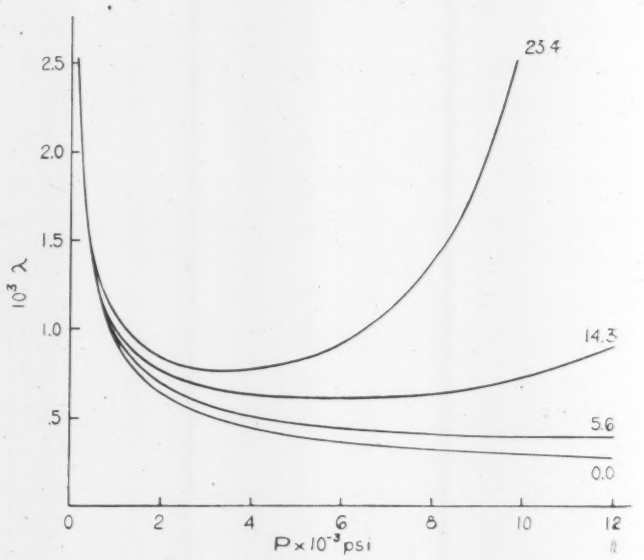

FIG. 1 CALCULATED FRICTION COEFFICIENT AND LOAD ON BEARING
Fig. 1 illustrates some of the conclusions from Needs' investigation (35). The upper curve, showing a pronounced minimum point on the coefficient-of-friction diagram, was calculated for a petroleum oil having a fairly high value, 23.4 per cent per 100 atm, for the pressure coefficient of viscosity. The "atmosphere," or kilogram per square centimeter, has been the pressure unit most commonly employed in high-pressure research. It is approximately equal to 14.2 psi. The curve marked 14.3 is for castor oil and the next lower for glycerin. These calculations show how the shape of the curve is influenced by the pressure coefficient, or fractional increase in viscosity per unit increase of pressure. Therefore, since the pressure coefficient has been found to be greater for petroleum than for fatty oils, it is to be expected that, in heavily loaded bearings, a petroleum oil will offer more friction than a fatty oil of equal viscosity at atmospheric pressure. These calculations were beautifully confirmed by tests on partial journal bearings such as might be applied to roll necks. The complete paper should be consulted for further particulars.